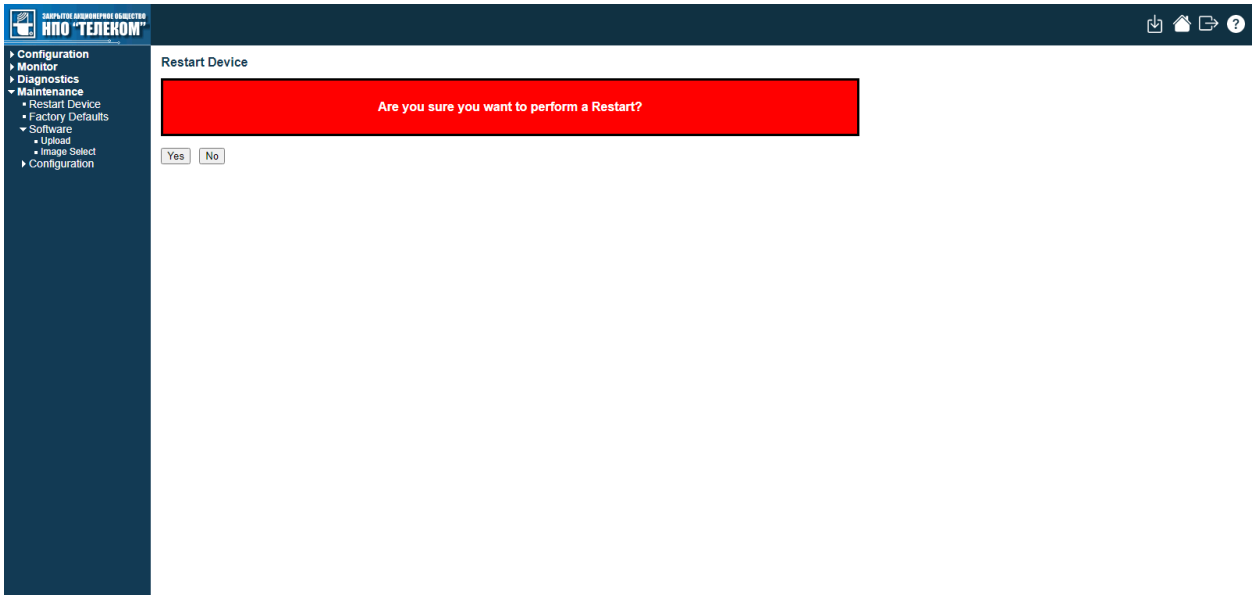

Рисунок 2.3.3 – Перезагрузка устройства
2. Перейдите во вкладку обновления Maintenance→ Restart Device (рисунок 2.3.3). Нажмите кнопку «Yes» для перезагрузки устройства.